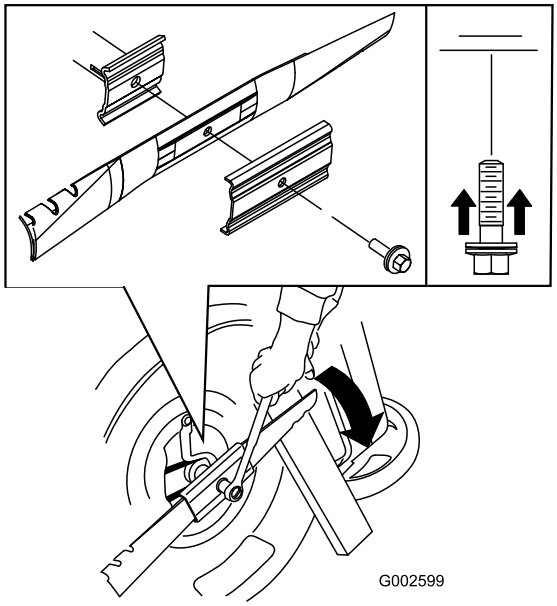

Rysunek 31
5. Zamontuj nowe ostrze (dokręć śrubę ostrza – w prawo) i wszystkie pozostałe elementy (Rysunek 31).